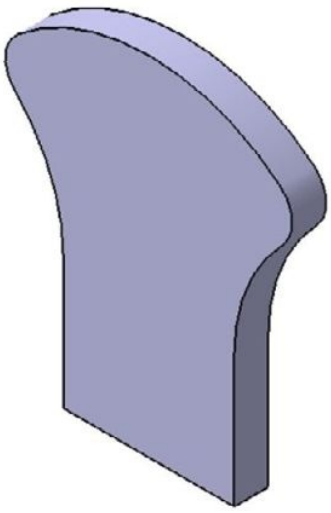

Figure 5-49 *Base feature of the model*
5. Set **5** in the **Length** spinner and choose **OK** from the dialog box; the base feature is created, as shown in Figure 5-49.